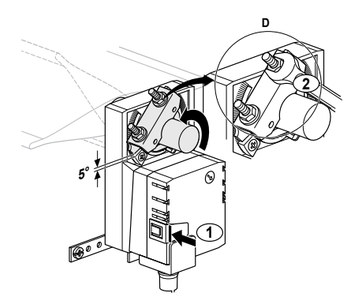

FIGURE 22
Confirm the damper is now fully closed, but the actuator is 5° from fully closed, (1/16" to 1/8" between stop and clamp), See **FIGURE 22**. This is called "pre-loading" the actuator. When the actuator is powered and sent to the closed position it will put its full torque on the shaft compressing the edge and blade seals. The actuator is electronically protected from overload and will not be damaged.
2) Loosen the nuts on the universal clamp. Press the manual override button and rotate the clamp to about 5˚ from fully closed, (1/16" to 1/8" between stop and clamp). Tighten the two nuts on the universal clamp with a 10 mm wrench (See **FIGURE 22**).